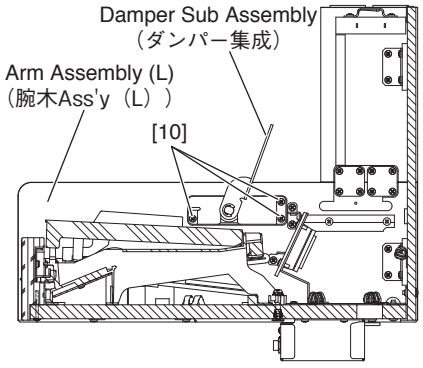

Fig.20 (図 20)
23-4 Remove the three (3) screws marked [10]. The damper sub assembly can then be removed from the arm assembly L. (Fig.20)
23-4 [10] のネジを 3 本外し、ダンパー集成を腕木 Ass'y L から外します。(図 20)